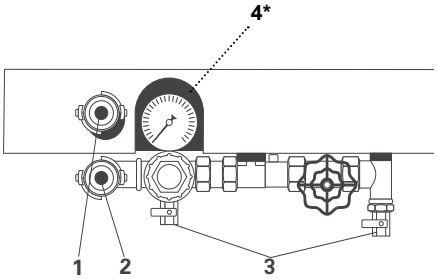

Abb. 14: Wasserarmatur
- schließen Sie die Ablasshähne (Abb. 14, 3) an der Wasserarmatur
- schließen Sie den externen Wasserschlauch an die GEKA-Kupplung des Wassereingangs (Abb. 14, 1) an